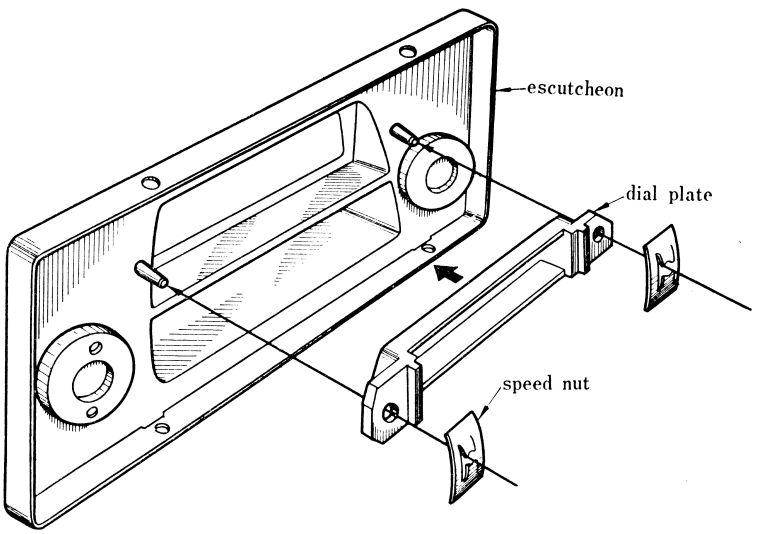

Fig. 10-1
2) Attach the dial plate from the rear of the escutcheon and fix the plate with the speed nuts, passing them with pinchers. (See Fig. 10-1)